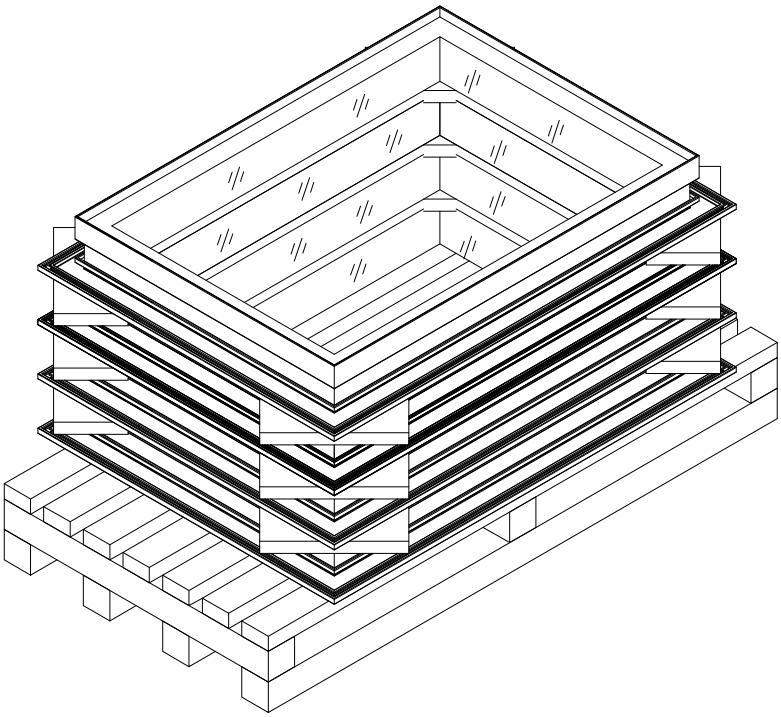

Рис. 4
3. Положить подкладку из мягкого материала (например, полифома) на каждый угол створки. На готовую створку поверх подкладок допускается укладывать следующую створку и производить все выше описанные операции (рис. 4). Створки необходимо выдержать в таком положении, чтобы произошла полимеризация соединения (полная полимеризация происходит в течении 3-х суток, 90 процентов набирается в первые сутки). Перемещать створки до окончания полимеризации не допускается.